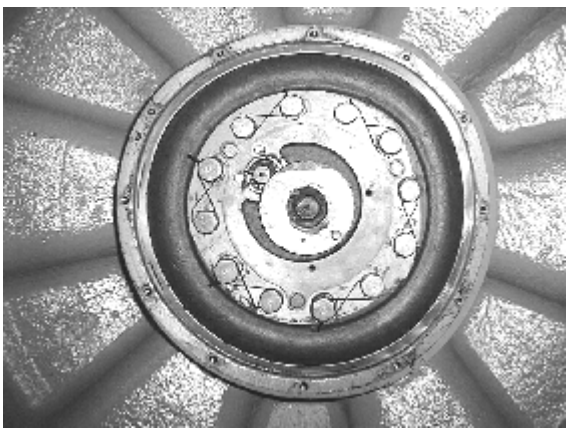

Рисунок 8.2.10 – Шплинтовка болтов прижимного кольца
– зашплинтовать все болты попарно (рисунок 8.2.10);